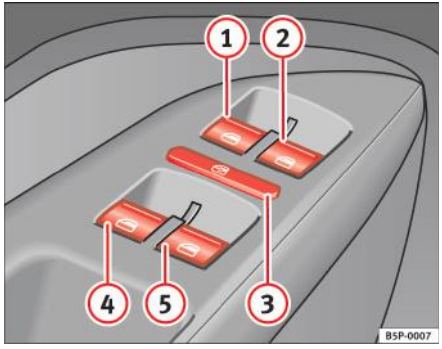

Fig. 66 Detaliu cu uşa şoferului: comenzile pentru geamurile din față şi din spate
Butoanele ⇒ pagina 114, fig. 66 (1) şi (2) au câte două niveluri pentru deschiderea şi închiderea geamului. Acest fapt facilitează deschiderea şi închiderea geamurilor în poziția dorită.